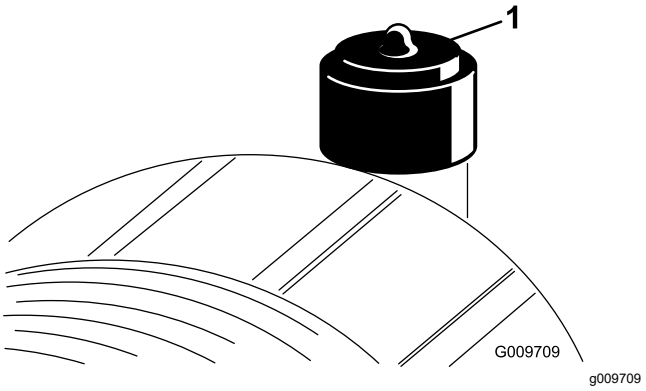

**Figura 52**
Effettuate la manutenzione dell'elemento filtrante del filtro dell'aria solo quando l'indicatore della restrizione (Figura 52) lo richiede. Sostituendo l'elemento filtrante del filtro dell'aria prima del necessario si aumenta il rischio che la morchia penetri nel motore quando lo si toglie.
2. Se la spia è rossa, resettate l'indicatore di restrizione (Figura 52).